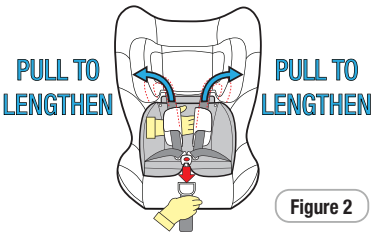

Figure 2
**Step 2:** To lengthen the harness “PRESS” the harness adjuster (refer Figure 2) whilst grasping both shoulder harness straps and pulling. Ensure shoulder straps are pulled equally on each side.